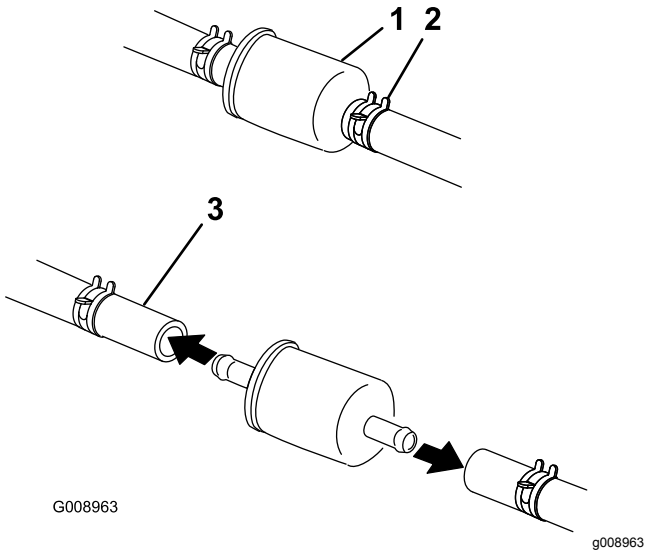

Figur 54
5. Klem slangeklemmernes ender sammen, og skub dem væk fra filteret (Figur 54).
7. Monter et nyt filter, og flyt slangeklemmerne hen til filteret (Figur 54).